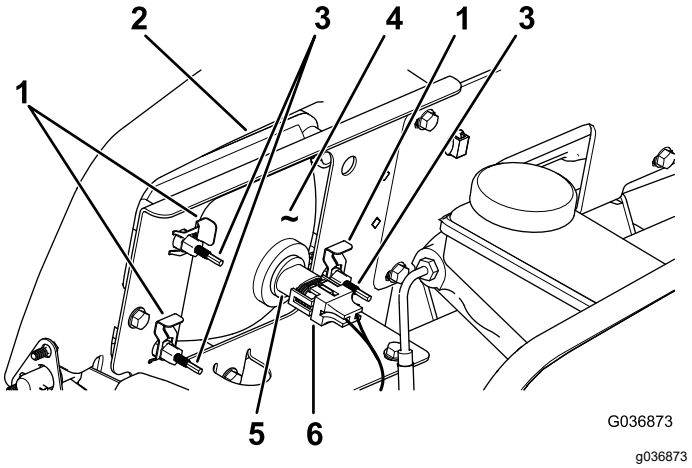

Rysunek 39
3. Odłącz złącze elektryczne wiązki przewodów od złącza zespołu żarówki (Rysunek 39).
4. Zdejmij szybkozapinacze mocujące reflektor przedni do wspornika reflektora (Rysunek 39).
5. Wyjmij zespół reflektora przesuwając go do przodu przez otwór w przednim zderzaku (Rysunek 39).
6. Włóż nowy reflektor przez otwór w zderzaku (Rysunek 39).
8. Podłącz złącze elektryczne wiązki przewodów do złącza zespołu żarówki (Rysunek 39).
2. Przekręcaj śruby regulacyjne (Rysunek 39) z tyłu zespołu reflektora, aby odchylić zespół reflektora i ustawić właściwą pozycję rzucanej wiązki światła.